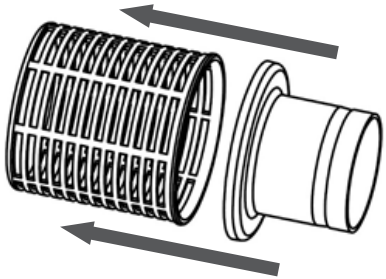

Рис. 13 Сборка всасывающего фильтра
1. Соедините верхнюю и нижнюю часть всасывающего фильтра (Рис. 13).